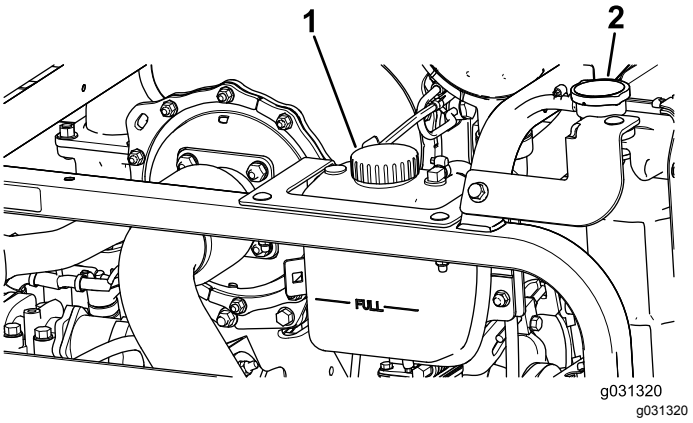

Figur 119
1. Ta radiatorlokket og lokket på ekspansjonstanken forsiktig av (Figur 119).
2. Kontroller kjølevæskenivået i radiatoren (Figur 119).